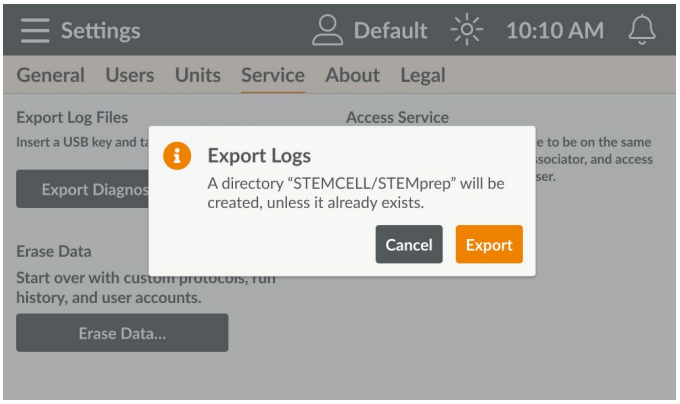

Figure 85. Export Logs Dialog
4. Tap **Export Diagnostic Logs**. An Export Logs dialog will be displayed (Figure 85).